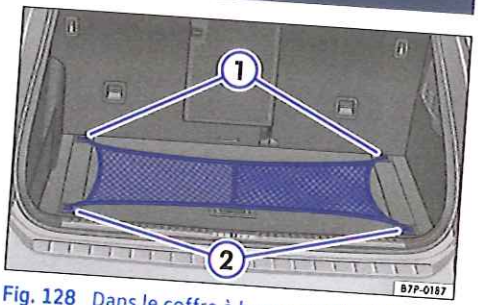

Fig. 128 Dans le coffre à bagages : filet à bagages accroché.
- Accrochez les crochets arrière du filet à bagages aux œillets d'arrimage du dossier de banquette arrière → fig. 128 ①.
- Accrochez les crochets avant du filet à bagages ② dans les œillets d'arrimage situés sur le seuil de chargement.